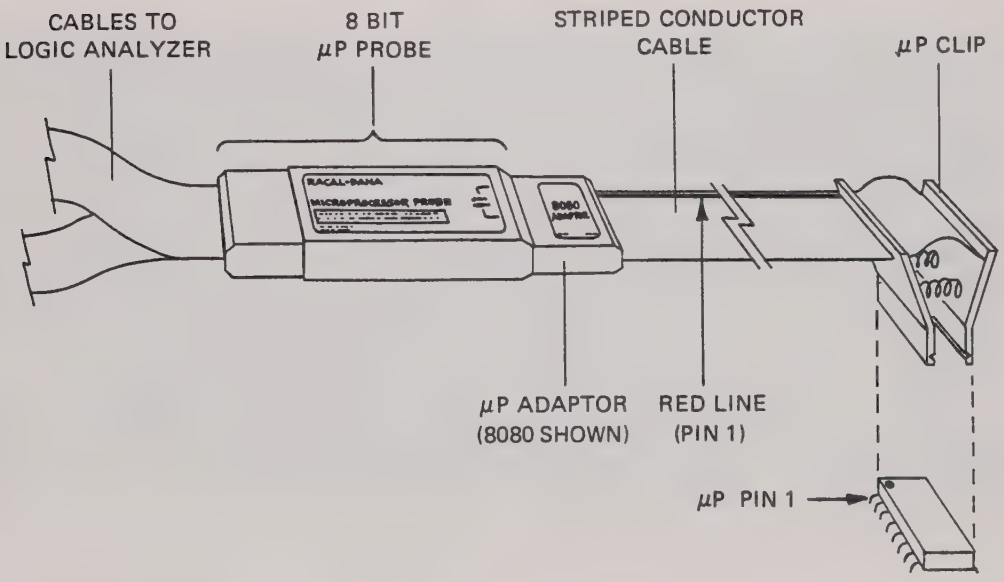

Figure 9.4 - 8080/8085 Adaptor Connections
9.2.3.2 Figure 9.4 illustrates how the 8080 or 8085 microprocessor adaptor should be connected to both the 8-bit microprocessor probe and microprocessor cable (note especially the location of the striped conductor of the microprocessor cable with respect to the 8080 or 8085 adaptor).